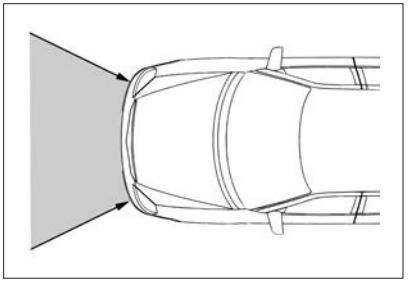

Рис. 23. Зона действия и срабатывания СНПБ
– в зоне действия, показанной на рис. 23.